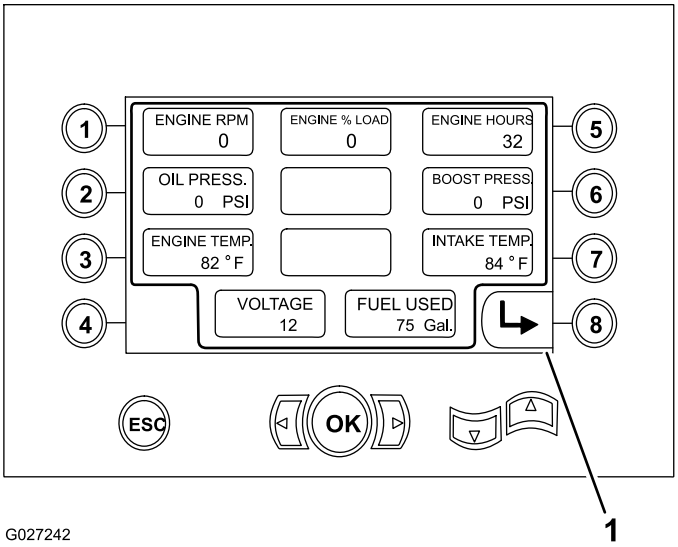

Figura 37
- Regime del motore in giri/min (Figura 37)
- Percentuale di carico del motore (Figura 37)
- Ore motore (Figura 37)
- Pressione dell'olio e aumento pressione (Figura 37)
- Refrigerante del motore e temperatura in ingresso (Figura 37)
- Tensione (Figura 37)
- Quantità di carburante utilizzato (Figura 37)